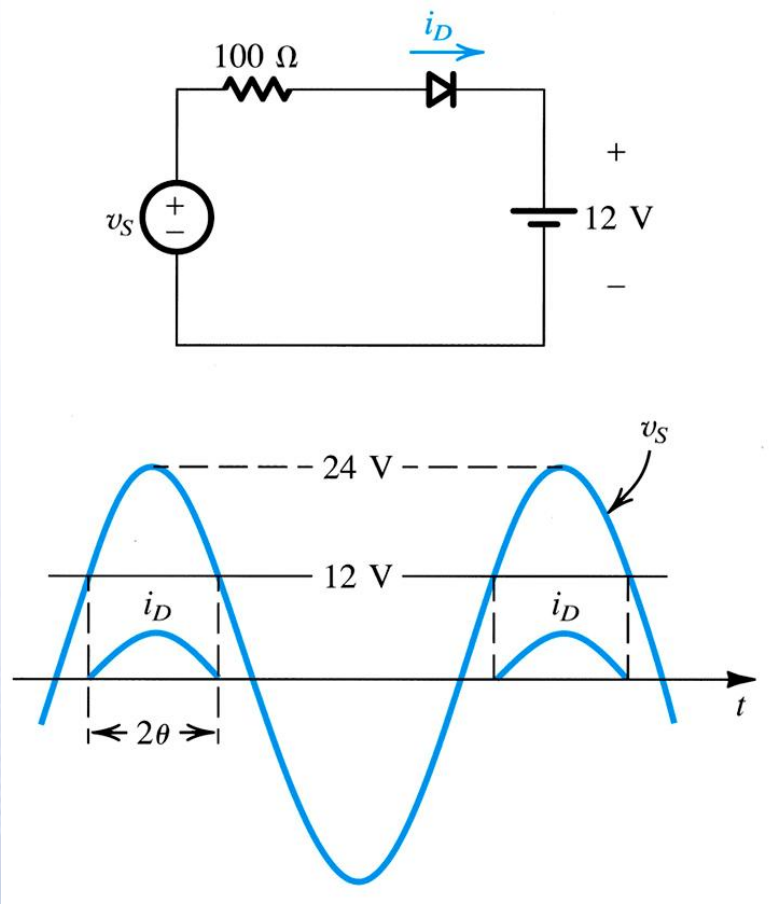

Figure 4.4: Circuit and Waveforms for Example 4.1.
- Consider the circuit of Figure 4.4. A source (v_S) with peak amplitude of 24*V* is employed to charge a 12*V* dc-battery.